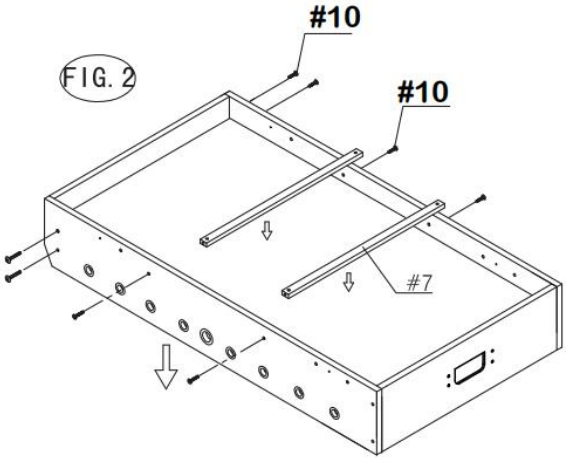

Rys.3.
7) Przymocuj nogi (#4) i (#5) do szafki za pomocą jednej ze śrub (#8), dwóch podkładek (#9), jednej śruby (#10) i jednej śruby (#11). nakrętki (#13), jednej śruby skrzydełkowej (#15) na nogę, jak pokazano na FIG. 3 i 3-1.